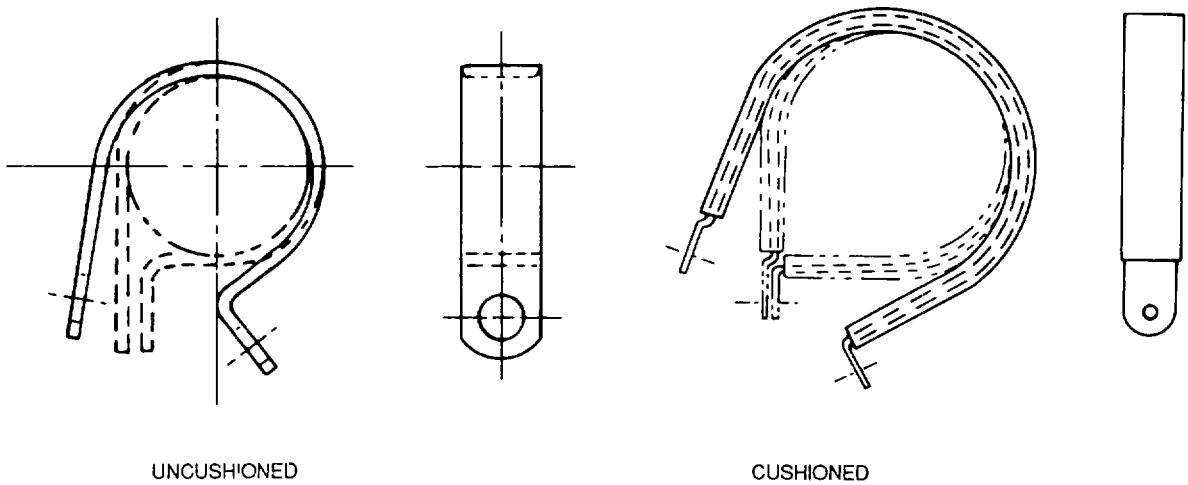

Figure 2-45. Loop-Type Support Clamp
(4) Loop-type support clamp . This clamp, as shown in figure 2-45, is used to support tubing, hose, and cable It is either cushioned or not cushioned